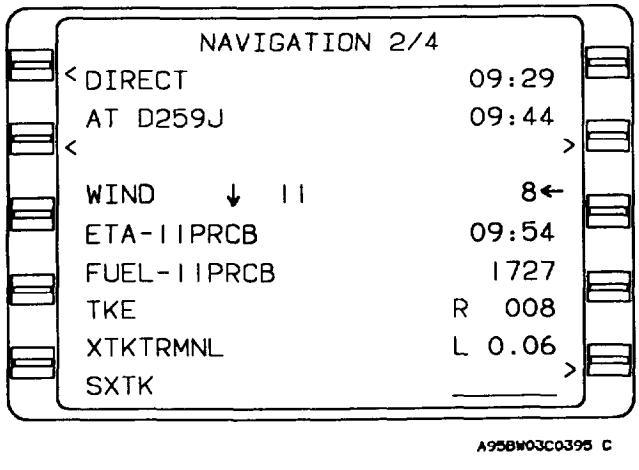

Figure 3-31. FMS Navigation 2/4 Page
(4) NAVIGATION 3/4 page (fig. 3-31).